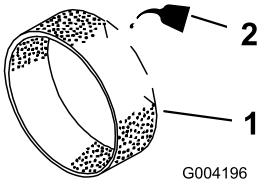

**Rysunek 44**
3. Nałóż na filtr wstępny jedną lub dwie uncje oleju (Rysunek 44).